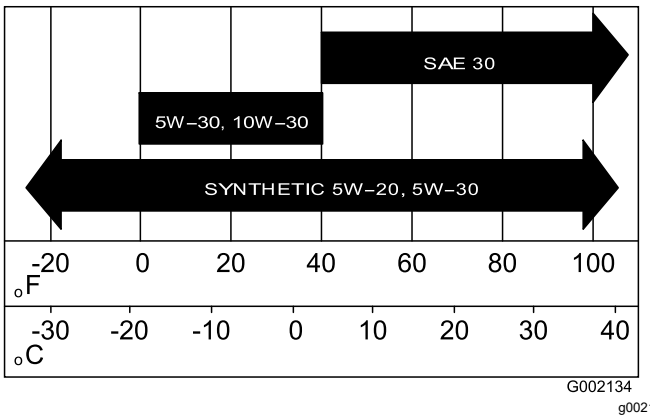

Figur 34
5. Fyll veivhuset med den angitte oljen (Figur 34).